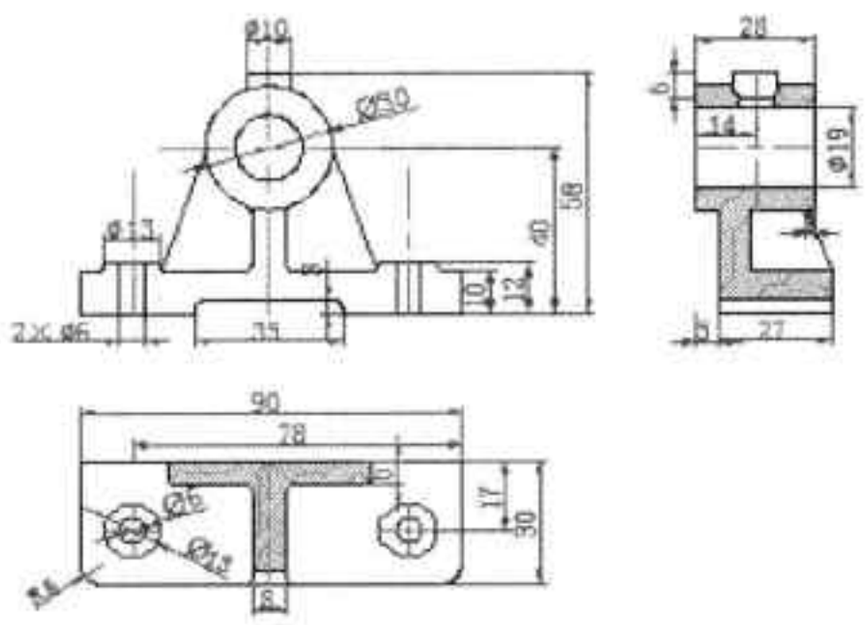

图21-110 更改文本
Step 05 双击要修改的文字文本，在数值前输入“%%C”，添加直径符号，如图 21-110 所示。